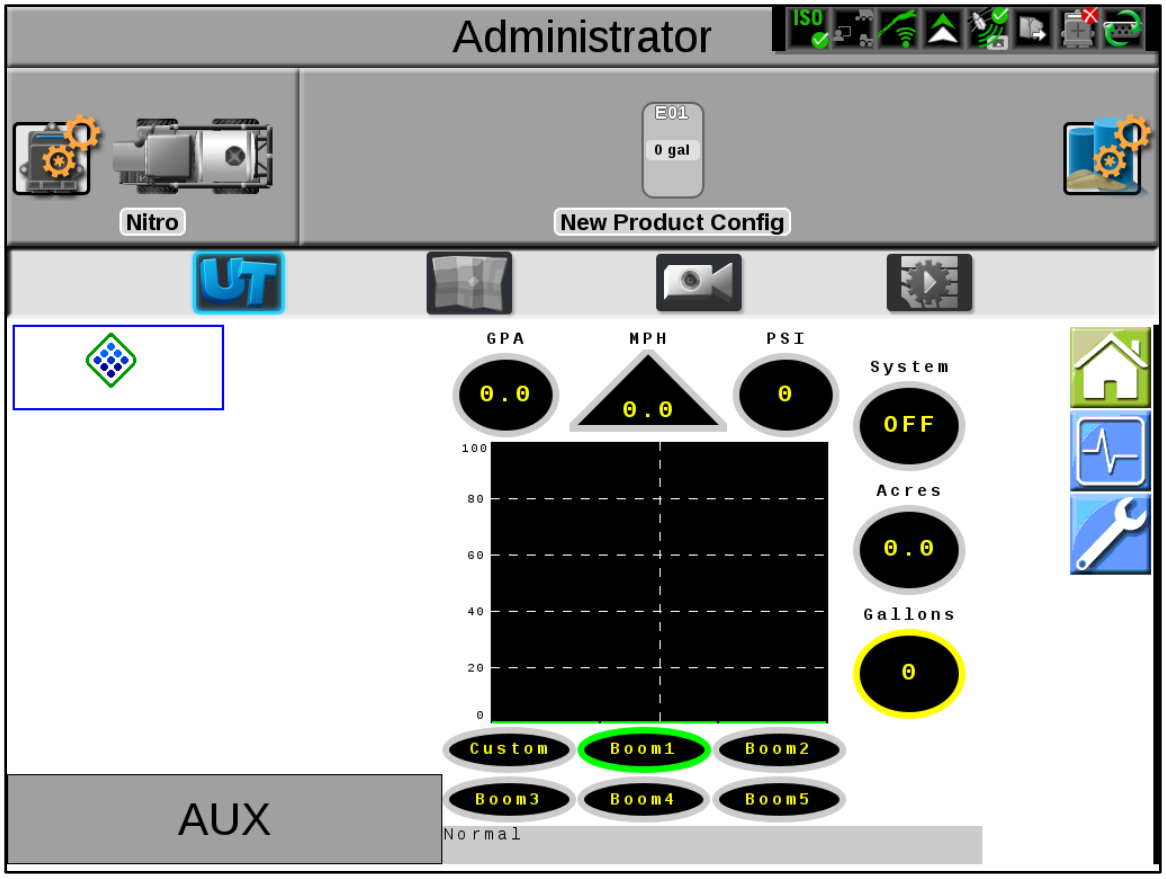

Figure 1 — Task Controller Home Screen
1. *Figure 1*: Select the CapstanAG PinPoint™ III icon from the program icons on the left side of the task controller screen. This icon may be located in slightly different places depending on the task controller.